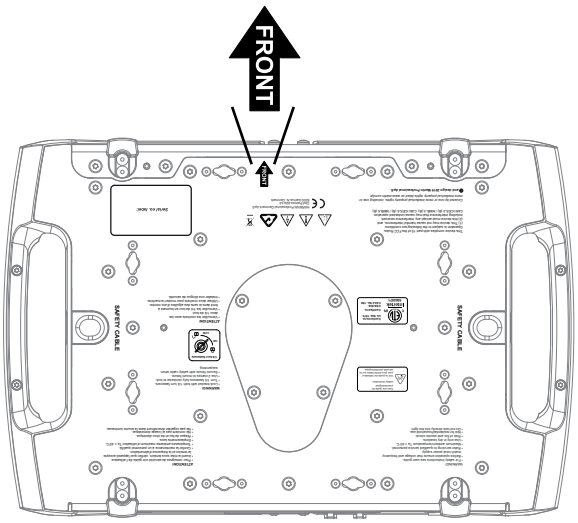

**Figure 5 : Avant de l'appareil**
5. Interdisez l'accès sous la zone de travail. Voir Figure 5. Notez la position de la flèche **FRONT** indiquant l'avant sur la base de l'appareil. En travaillant à partir d'une plate-forme stable, accrochez l'appareil sur le pont avec la flèche **FRONT** face à la zone à éclairer. Serrez fermement les colliers de fixation.